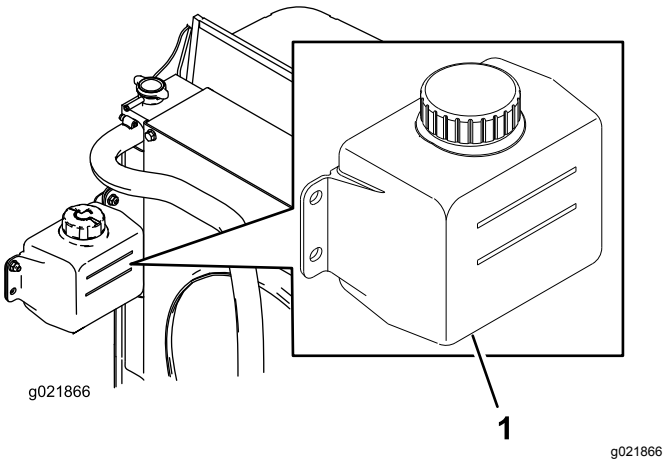

**Figur 29**
1. Kontrollera kylvätskenivån i expansionstanken (Figur 29).